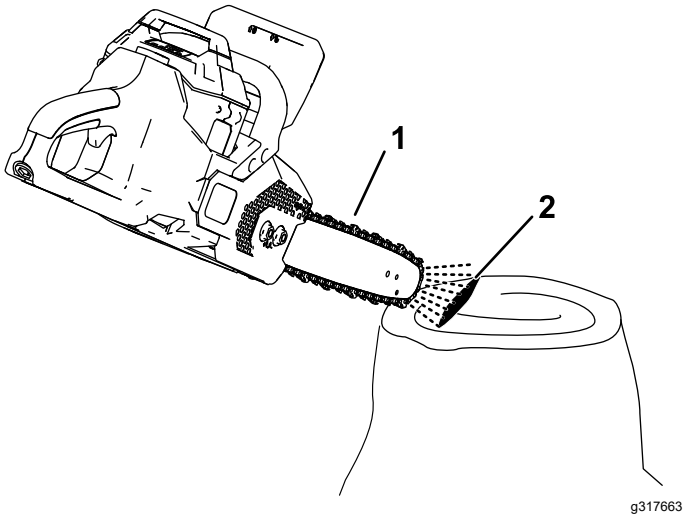

Figuur 26
2. Om te controleren of de olie naar de ketting stroomt, houdt u de neus van de kettingzaag een paar centimeter van een oppervlak (bv. papier, karton, boomstronk) en laat u de kettingzaag draaien. U moet dan een licht oliepatroon op het oppervlak zien (Figuur 26).